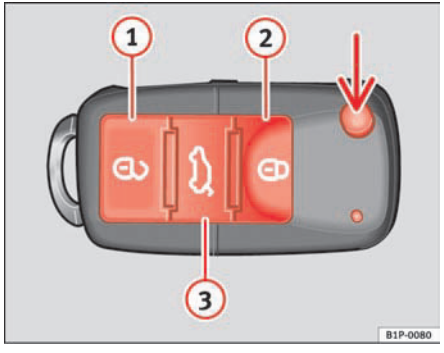

Fig. 63 Assignment of buttons on the remote control key
Using the button ⇒ fig. 63 (arrow) on the control, the key shaft is released.
Unlocking the vehicle ⇒ fig. 63 (1). The doors and the tailgate are unlocked.
Locking the vehicle ⇒ fig. 63 (2).
Unlocking the tailgate. Press the button ⇒ fig. 63 (3) until all indicators on the vehicle briefly flash. When the unlocking button (3) is pressed, 2 minutes remain for opening the door. Once this time has passed, it will lock once more.
Also, the battery indicator on the key ⇒ fig. 63, will flash.
– Lock the vehicle using the driver side door lock with the remote control key ⇒ page 98, fig. 63.